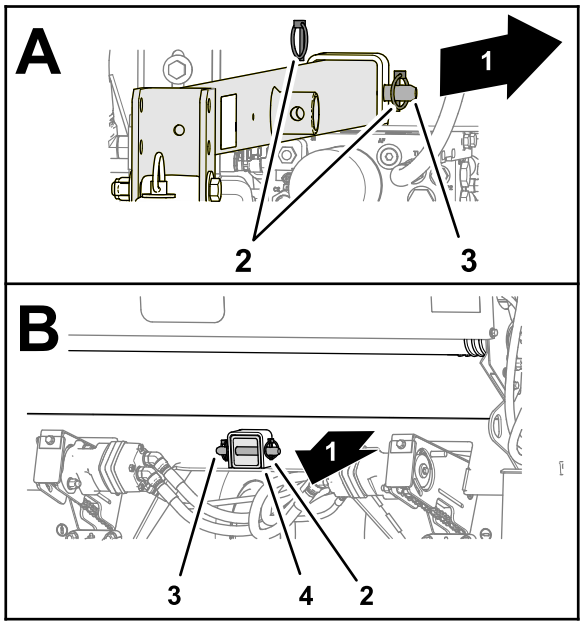

Figur 4
2. Rikta in dragstångens hål efter hålen i dragkroksrören och fäst dragstången på rören med de två sprintbultarna och fyra hjulsprintarna (Figur 4).